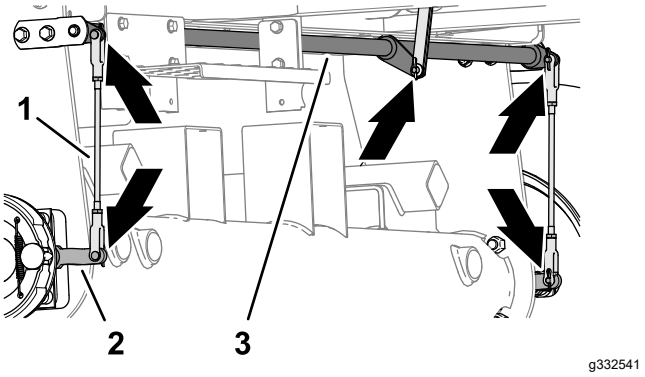

**Figur 68**
1. Kontrollera om det finns skador eller slitage på den vänstra eller högra bromsstångsenheten (Figur 68).
2. Kontrollera om det finns skador eller slitage på bromsvridaxeln (Figur 68).